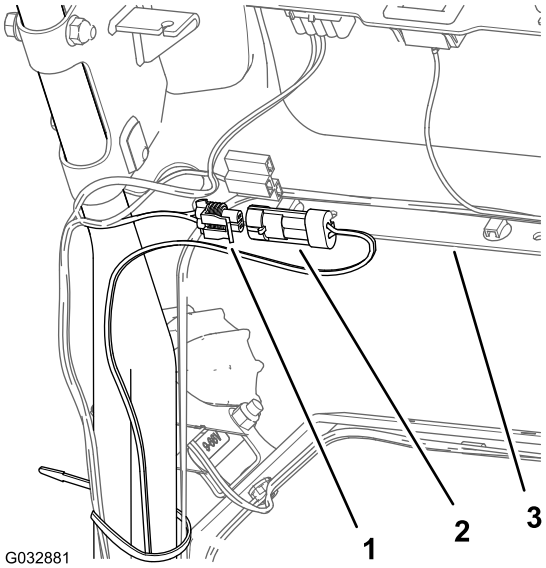

Рисунок 14
4. В задней части консоли подсоедините 2-штыревой соединитель жгута проводов комплекта светодиодного освещения к 2-гнездовому соединителю жгута проводов комплекта светодиодного освещения и беспроводного счетчика моточасов (Рисунок 14).